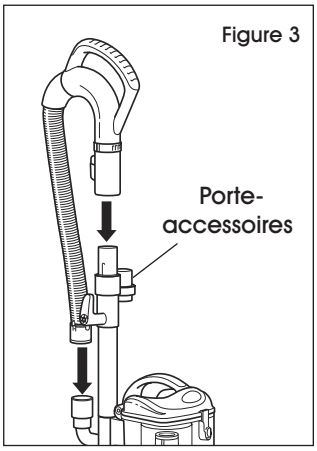

Figure 3
3. Fixez la poignée au tube-rallonge en appuyant dessus jusqu'à ce qu'elle s'enclenche en position. Fixez le tuyau au dos du boîtier jusqu'à ce qu'il s'enclenche en place. (Voir Figure 3)